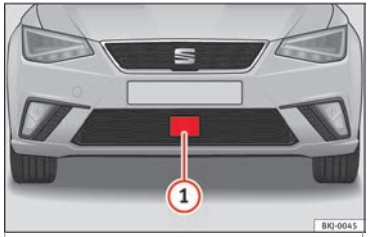

Fig. 197 En el paragolpes delantero: sensor de radar.
Con el vehículo detenido, apague el motor y vuélvalo a ponerlo en marcha. Realice una comprobación visual del sensor de radar»» fig. 197 (por si presenta suciedad, hielo o ha sufrido un golpe). Si sigue sin estar disponible, acuda a un taller especializado para que revisen el sistema.
En el paragolpes delantero va montado un sensor de radar para captar la situación del tráfico»» fig. 197 (1).
Esta indicación para el conductor se visualiza si la visibilidad del sensor radar está mermada debido, por ejemplo, a hojas, nieve, fuerte bruma o suciedad. Limpie el sensor ››› fig. 197.